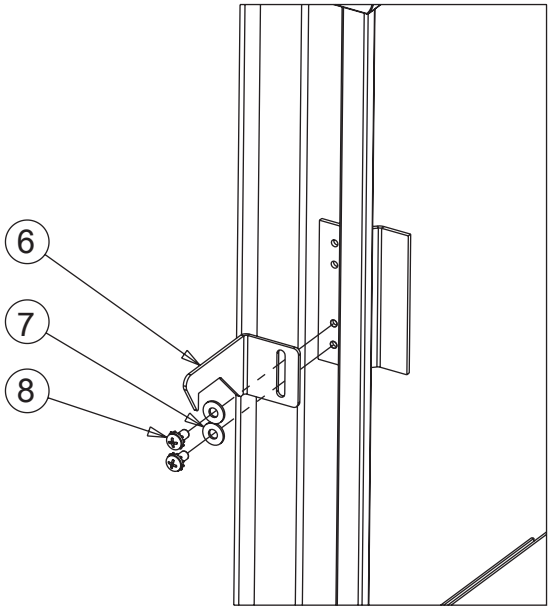

Figure 6
10. Referring to Figure 6, install the control enclosure adjustable door hook (Item 6) onto the door of the control enclosure using two 10–32 screws (Item 8) and #10 flat washers (Item 7) . Initially position the hook approximately two inches from the top of the door bracket.